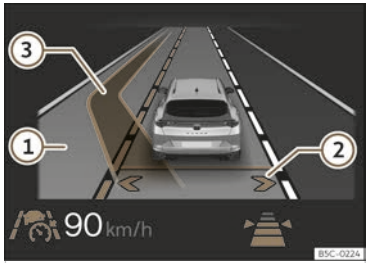

Fig. 144 On the instrument cluster display: lane change assist display (schematic representation).
This activates lane assist. The arrows of your own lane on the instrument cluster display are grey ››› Fig. 144 ②
If the system detects no objects in the detection field of the sensor system and an assisted lane change to an adjacent lane is possible, the corresponding lane is shown in the instrument cluster display next to the driver's own lane. The arrow on the corresponding side of the lane is displayed in white ››› Fig. 144 ②.